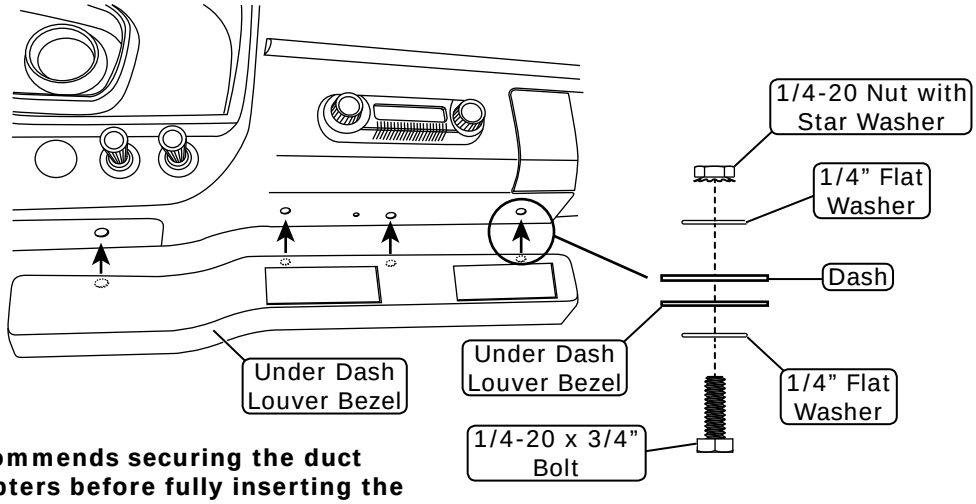

Figure 2
5. Install the (3) control knobs (See Photo 5, below).
6. Install the center louver assembly under the dash using the OEM holes and (4) 1/4-20 x 3/4” bolts, (8) 1/4” washers and (4) 1/4-20 nuts with star washers (See Photo 6 and Figure 2, below). **NOTE: If the dash does not have all of the OEM holes, use the louver bezel as a template to mark and drill 5/16” holes to install the necessary hardware. OEM dash stamped holes may vary, in some cases you may need to enlarge some mounting holes onto the new underdash louver bezel to align it following the OEM dash contour.**
7. Insert (2) lengths of 2 ½” duct hose through the center louver openings, and install onto (2) center louver vent hose adapters. Push the center louver vents in to secure them into the center louver bezel (See Photos 7 and 8, below). **NOTE: Refer to Control Panel and Duct Hose Routing, Page 28, for duct hose lengths.**